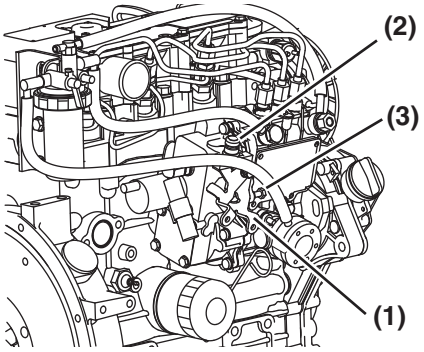

Figure 5-11
1. Check that the governor lever **(Figure 5-11, (1))** makes firm contact with the high idle stop **(Figure 5-11, (2))** and the low idle speed limit screw **(Figure 5-11, (3))** when the engine speed control is in the full speed or low idle speed positions.